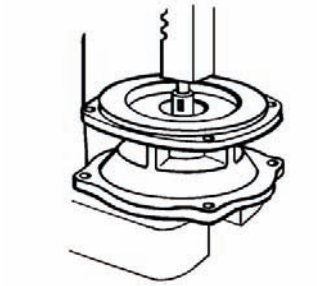

Figure 15
2. Place the mounting flange on an arbor press with the shaft end facing up: then press the shaft and both bearings out of the mounting flange (See Figure 15).
5. Place mounting flange adapter in arbor press on Fixture 3010-0001 with shaft end up. Press out shaft and bearing assembly (See Figure 15).